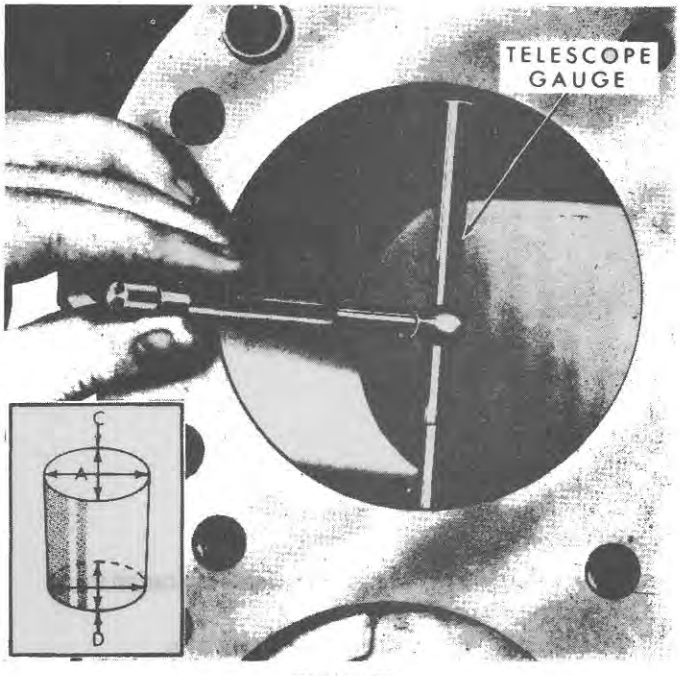

Figure 58
2. Inspect or measure the cylinder bores for waviness, scratches, scuffing, out-of-round, wear, and taper. A wavy cylinder wall has a series of parallel lines or rings worn around the cylinder, generally found at the top or bottom of the piston ring travel. These irregularities and scratches, although in most cases too small to be measured with the naked eye, usually can be felt by running a finger over the cylinder surface. A scuffed cylinder can be identified by discoloured areas. The colour varies from a light straw-to-dark blue, depending on the severity of the scuffing. Out-of-roundness, wear, and taper can be detected with a cylinder bore gauge using the procedures given in step 3, see Figure 58.